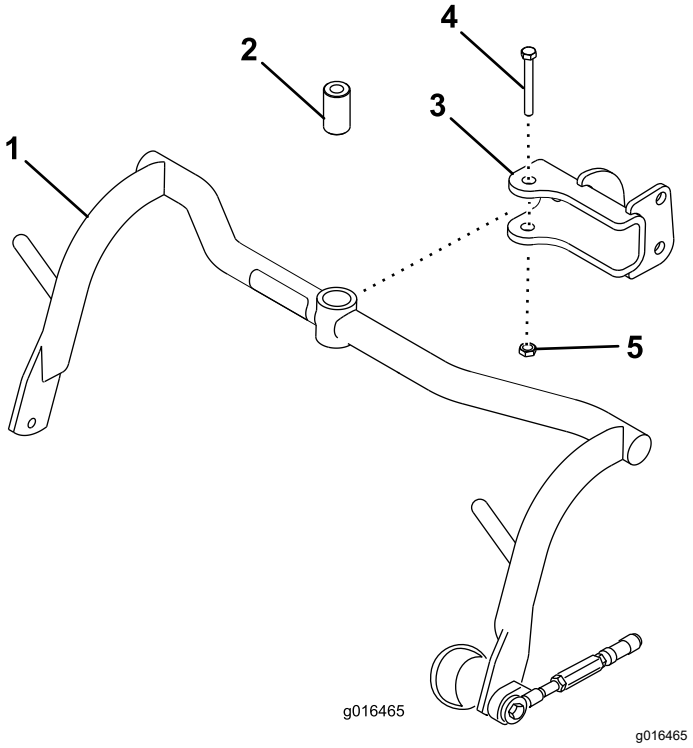

Figuur 5
1. Monteer op elke gaffel een draagframe; gebruik hierbij een afstandsstuk, bout (½" x 3¼") en borgmoer (½"); zie Figuur 5. Vastdraaien met een torsie van 91 tot 113 N·m.